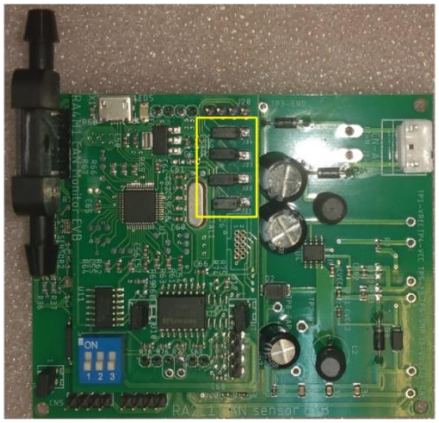

Figure 3-1 Program Development/Debugging Using JLINK on RA2L1 CAN Sensor EVB
Figure 3-1 shows how to connect JLINK to RA2L1 CAN Sensor EVB for program development/debugging and programming. If the debugging target is RA2L1 CAN Sensor EVB, please follow the following steps:
C. As shown in the yellow box in Figure 3-1, place short jumper caps separately on Pin2/3 of J21~J24/JLINK switcher.